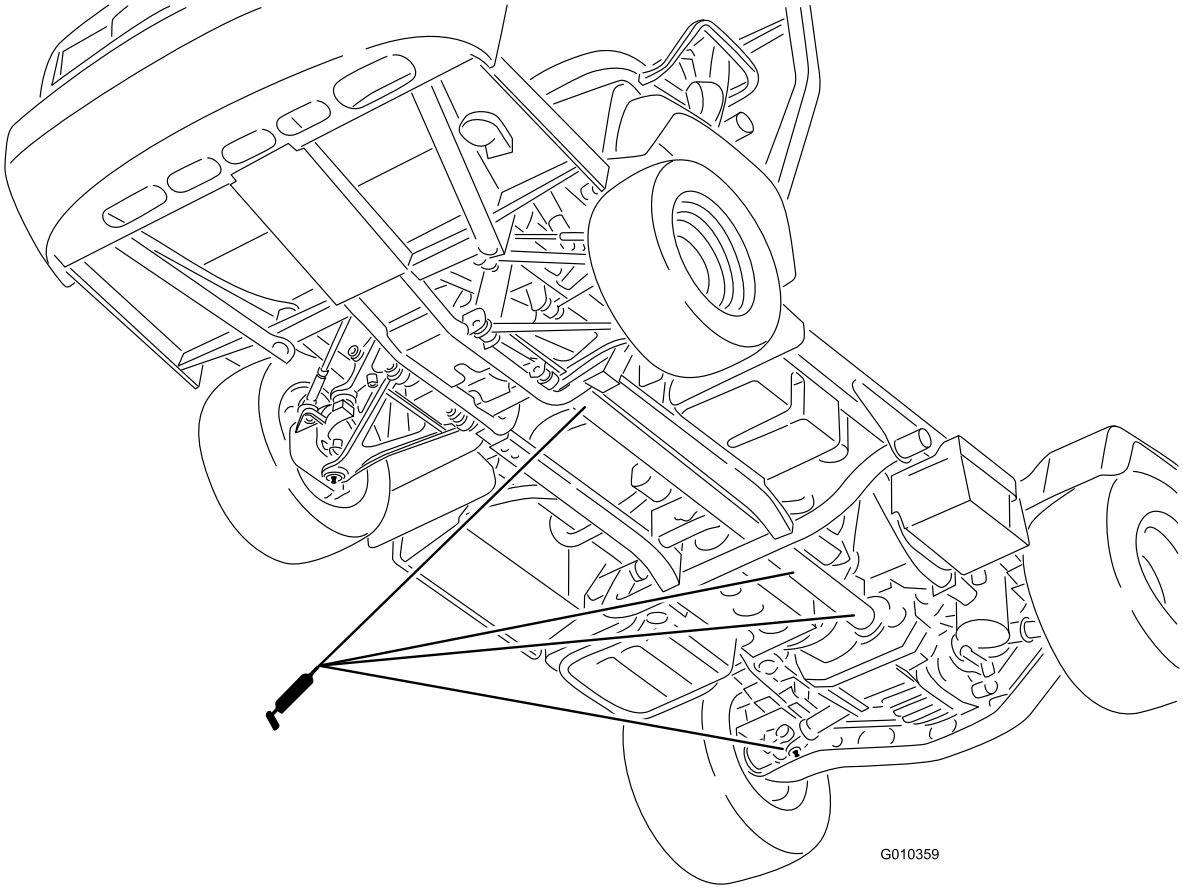

Figura 41
- Giunto a U (18) e albero della trasmissione integrale (3) (Figura 41)